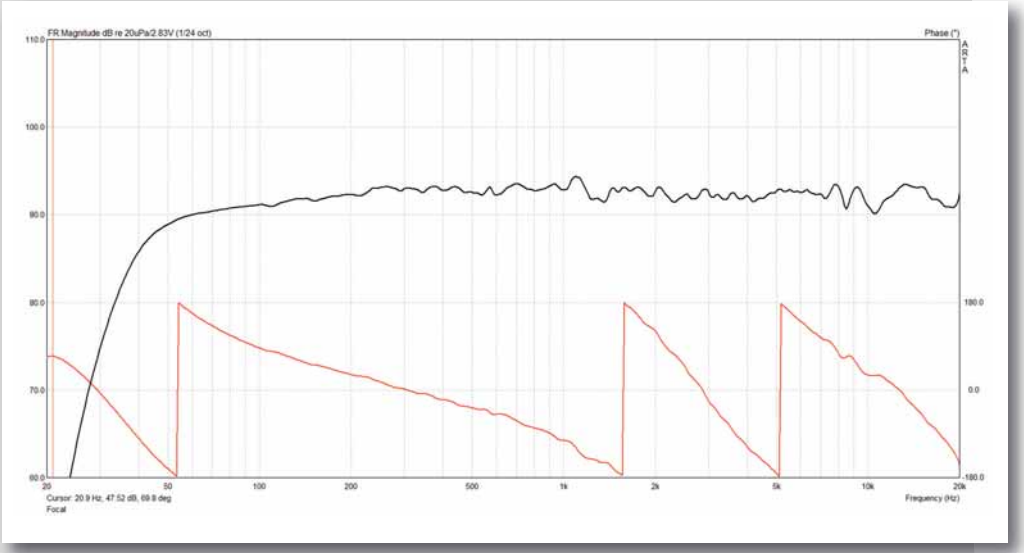
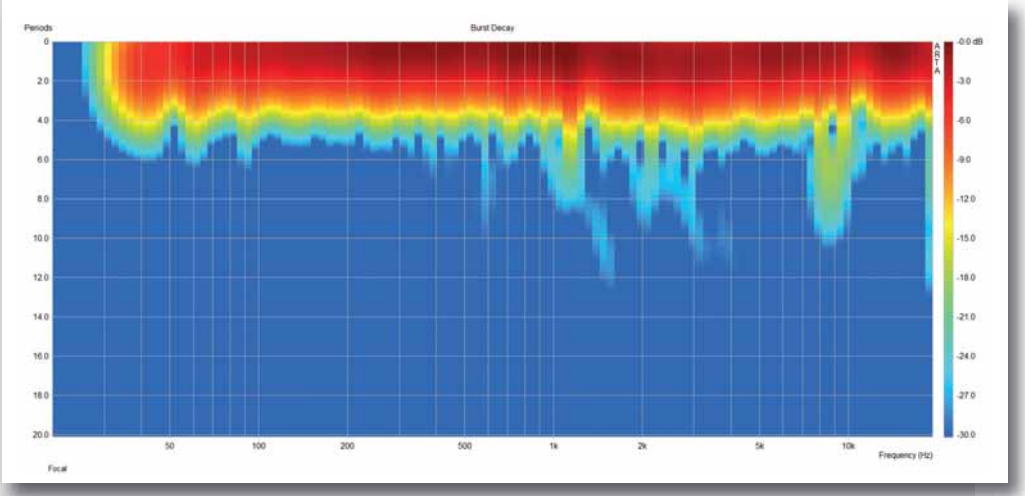
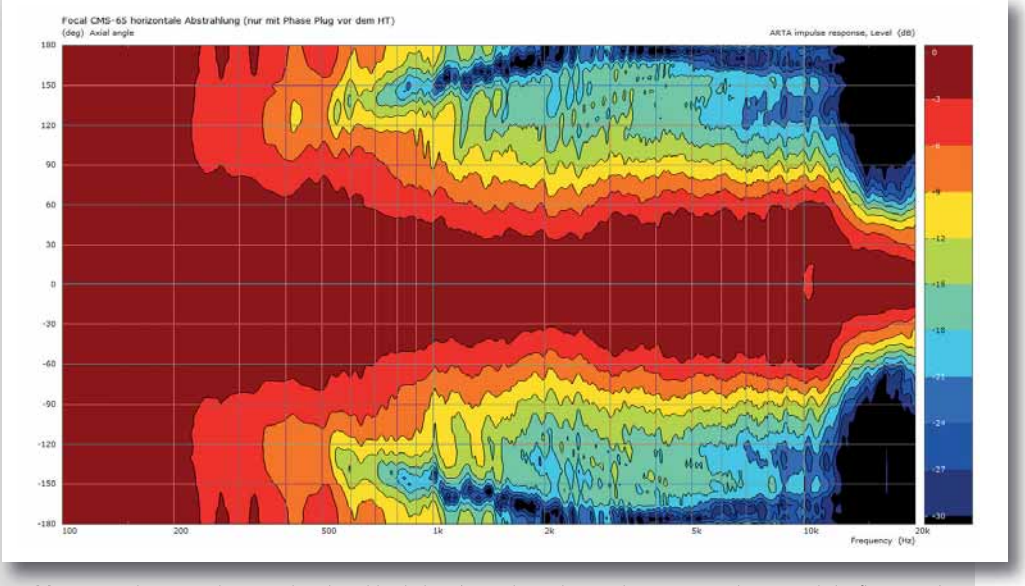
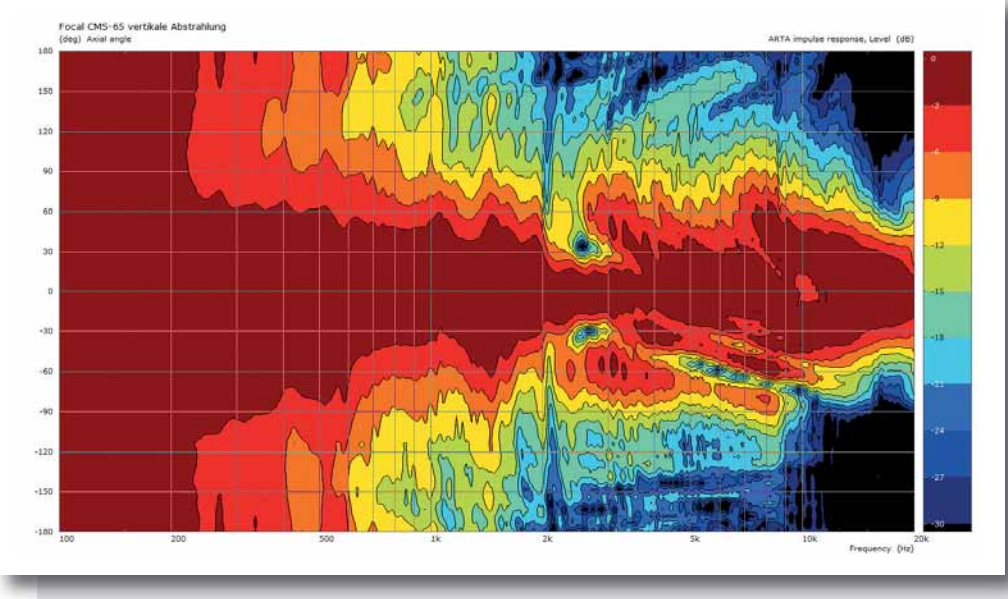

Abb. 11: Focal CMS-65: Frequenz- und Phasenverlauf (Messabstand 2 m, Glättung 1/24 Oktave)
Abb. 12: Focal CMS-65: periodenskaliertes Zerfallsspektrum
Abb. 13: Focal CMS-65: horizontales Abstrahlverhalten (Messabstand 2 m, Glättung 1/24 Oktave, Winkelauflösung 5°)
Abb. 14: Focal CMS-65: vertikales Abstrahlverhalten (Messabstand 2 m, Glättung 1/24 Oktave, Winkelauflösung 5°)
Der Frequenz- und Phasenverlauf der CMS-65 wird in **Abb. 11** gezeigt. Zu sehen ist ein glatter Verlauf. Durch die tiefe Abstimmfrequenz des Bassreflex-Systems wird eine tiefe untere Eckfrequenz von etwa 40 Hz erreicht. Das Ausschwingverhalten in **Abb. 12** hat eine Resonanz um 9 kHz sowie Störungen um 1 und 2 kHz. Das Richtverhalten in der horizontalen Ebene zeigt **Abb. 13**. Die Abstimmung der ovalen Schallführung scheint gut umgesetzt, lediglich um 2 kHz ist Verengung festzustellen. Unterm Strich ist das Richtverhalten der CMS-65 als gut gelungen zu bezeichnen. Die vertikale Ebene (**Abb. 14**) setzt diesen Eindruck fort. Die Trennfrequenz entspricht 2,6 kHz. Insgesamt kann ein Abstrahlwinkel von 132° horizontal mit einer Standardabweichung von geringen 7° sowie ein vertikaler Öffnungswinkel von 101° mit einer Standardabweichung von 17° angegeben werden. Die Paargleichheit der beiden Testlautsprecher beträgt ca. 2,3 dB und liegt somit im Mittelfeld des Vergleichsfelds. Bei den Messungen zum Grundrauschen lieferte die Focal CMS-65 18,1 dB(A) und somit den besten Wert ans Messmikrofon.